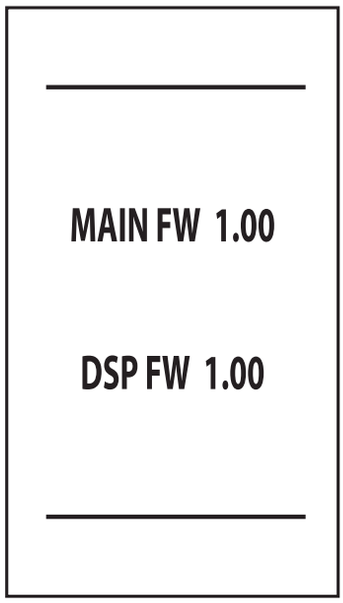

Рис. 7. Включение/Версия ПО
- В течение первых 5 секунд на дисплее отображается версия программного обеспечения платы и дисплея (рис. 7).